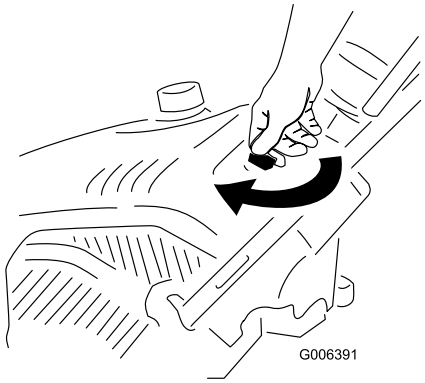

Figur 11
1. Vri tenningsnøkkelen med urviseren til på-stilling (Figur 11).